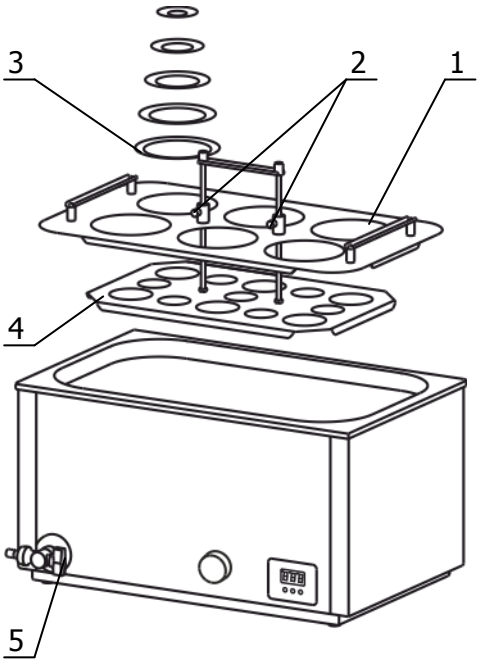

Рисунок 3 — Подготовка к использованию
2.2.2 Установить необходимую глубину подвижного дна корзины 4 (рисунок 3). Для этого ослабить крепежные винты 2, выставить требуемое расстояние между крышкой 1 и дном 4. Зафиксировать крепежные винты 2.
2.2.5 В зависимости от размера емкостей с пробами установить необходимое количество колец 3 (рисунок 3).
2.2.6 При проведении работ по очистке бани, слить теплоноситель через сливной кран 5 (рисунок 3).